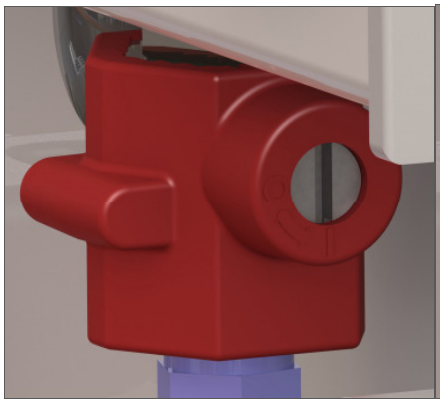

Figure 6.4.1: Ball valve **Open**
5. Open the ball valve (Figure 6.4.1).